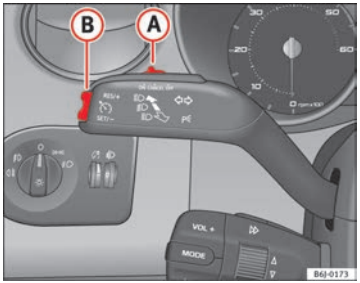

Fig. 113 Turn signal and main beam headlight lever: switch and rocker switch for the cruise control
– Press the lower part **SET** of the rocker switch ⇒ Fig. 113 (B) once briefly when you have reached the speed you wish to set.